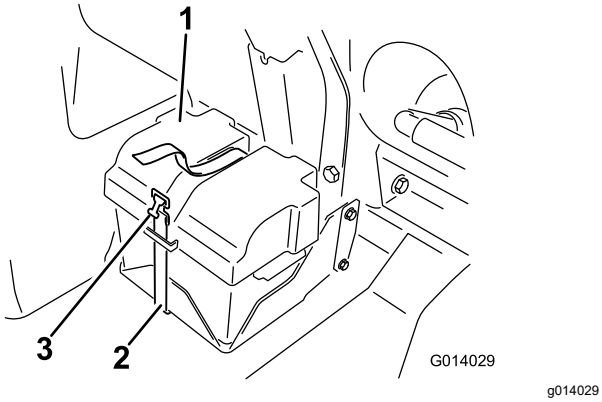

Рисунок 94
2. Снимите крышку аккумуляторной батареи и отсоедините отрицательный (черный, «земля») кабель от штыря аккумуляторной батареи (Рисунок 94).
4. Установите крышку аккумуляторной батареи и закрепите ее хомутом, снятым ранее (Рисунок 94).